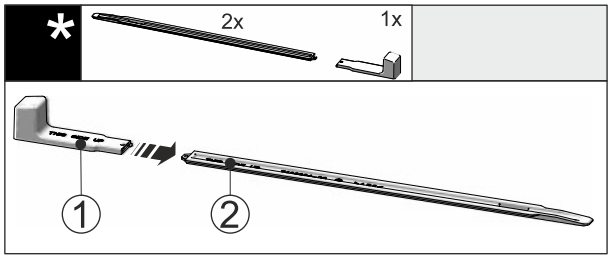

Fig. 49
▶ Montažni ročaj *Fig. 49 (1)* vstavite v izravnalno vodilo *Fig. 49 (2)*.